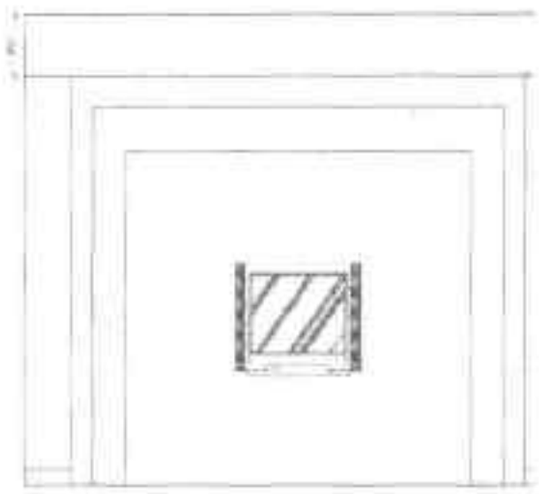

图19-114 标注尺寸
Step 13 执行“线性”命令，对图形进行尺寸标注，如图 19-114 所示。